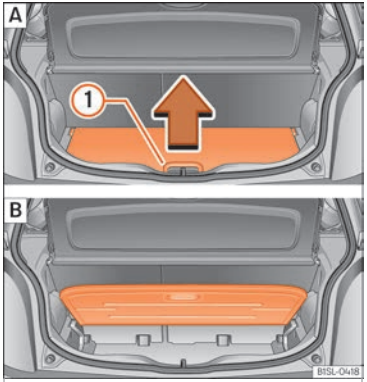

Fig. 137 A: open the boot variable floor. B: raised boot variable floor.
- To *raise* the floor, raise handle ››› Fig. 137 (1) in the direction of the arrow and pull from the floor all the way up ››› Fig. 137 **B**.